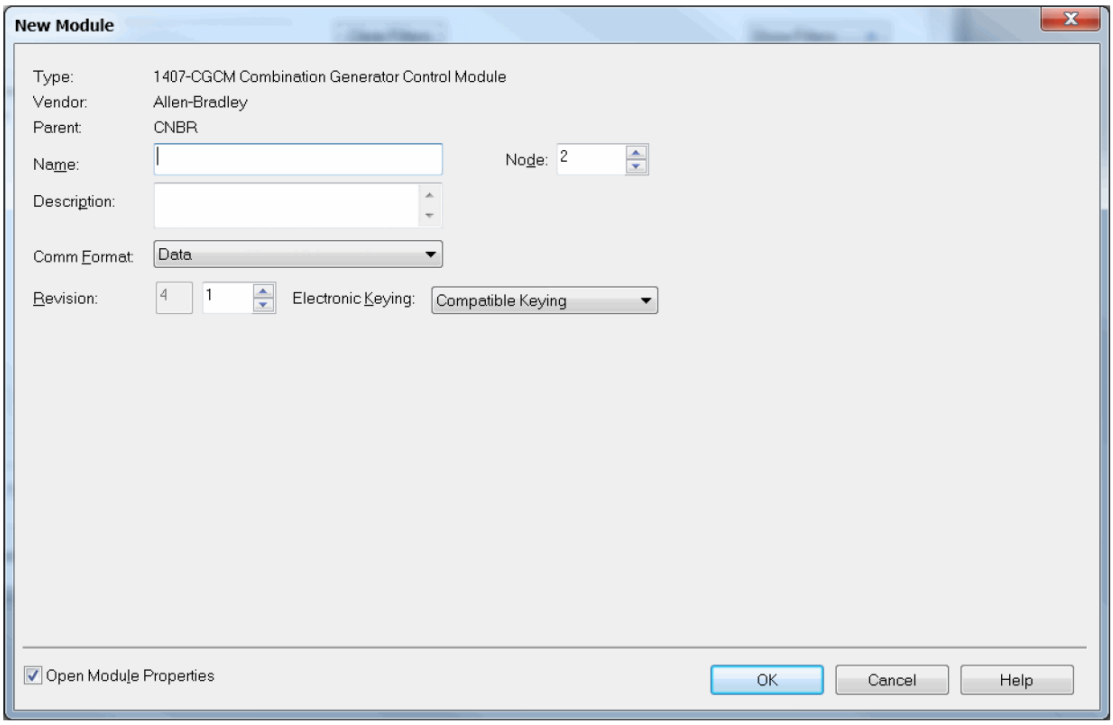

Figure 4-3. New Module Properties
3. Click OK. The Module Properties dialog box (Figure 4-3) appears.